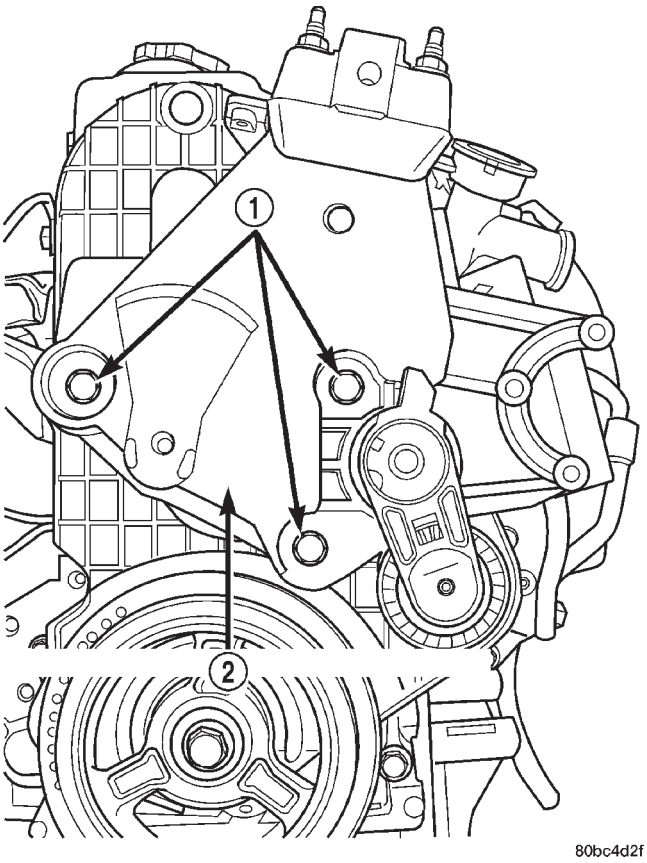

Abb. 22 Träger-Baugruppe der Motoraufhängung
(6) Befestigungsschrauben des Trägers der Motoraufhängung lösen (Abb. 22).
(7) Für den Abbau des Aufhängungsträgers muß der Motor etwas angehoben werden, um den notwendigen Abstand zwischen Motor und Karosserie zu erhalten.
(1) Träger der Motoraufhängung einbauen und Schrauben mit einem Anzugsmoment von 61 N·m (45 ft. lbs.) festziehen (Abb. 22).